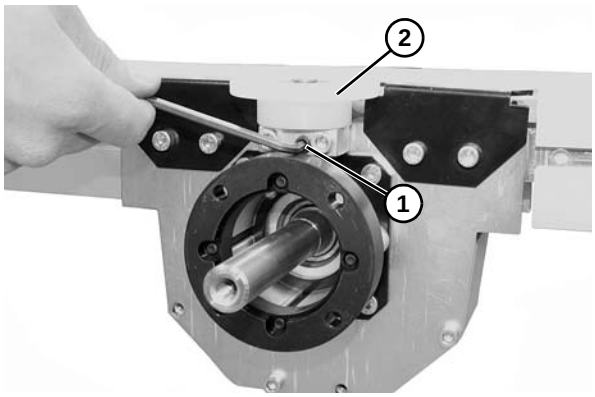

Figure 84
2. Loosen set screw **(Figure 84, item 1)** and remove belt hold down wheel **(Figure 84, item 2)**.